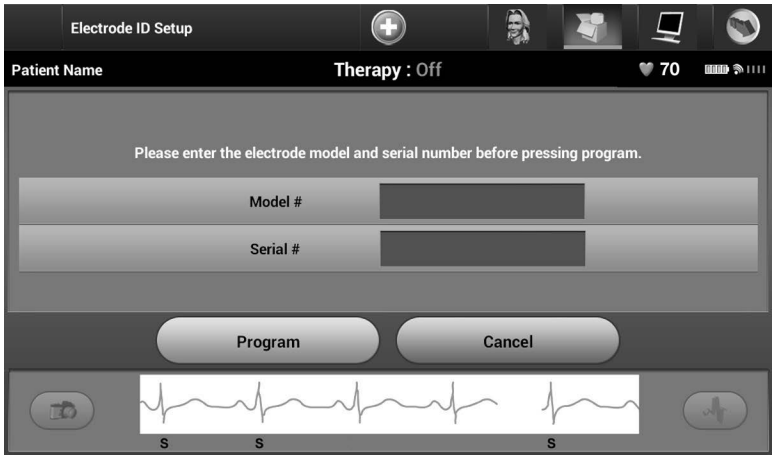

Figure 21: *Entering electrode information*
5. Enter the electrode model and serial number (Figure 21).